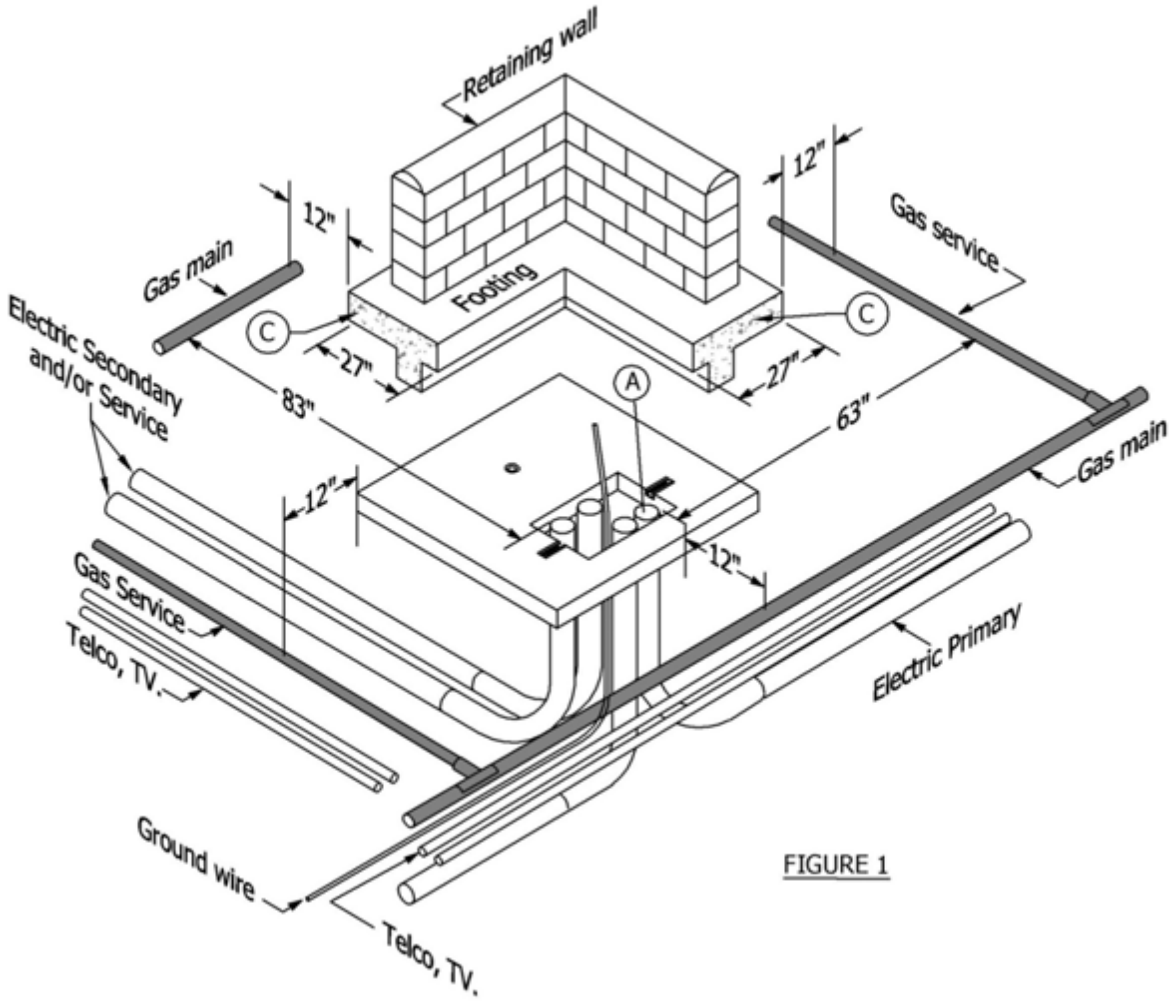

FIGURE 1
(C) If retaining wall is to be installed, maintain 12" horizontal separation from footing. Footing width in Figure 1 is based on 4'-0" wall height with 3 to 1 slope.